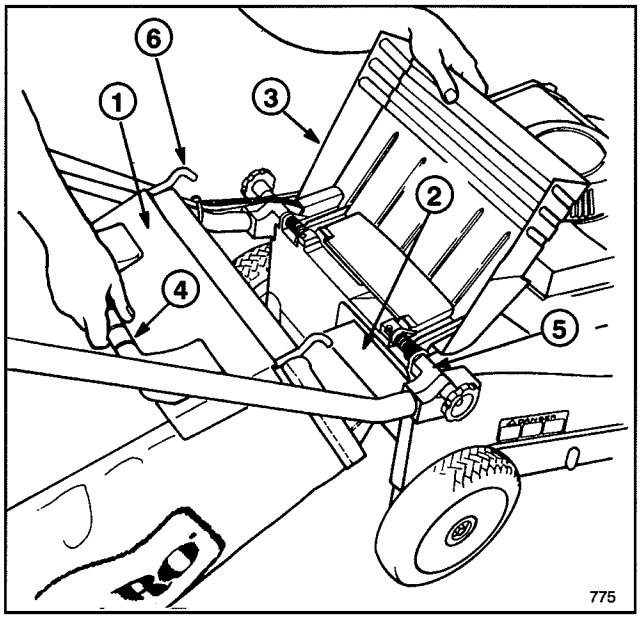
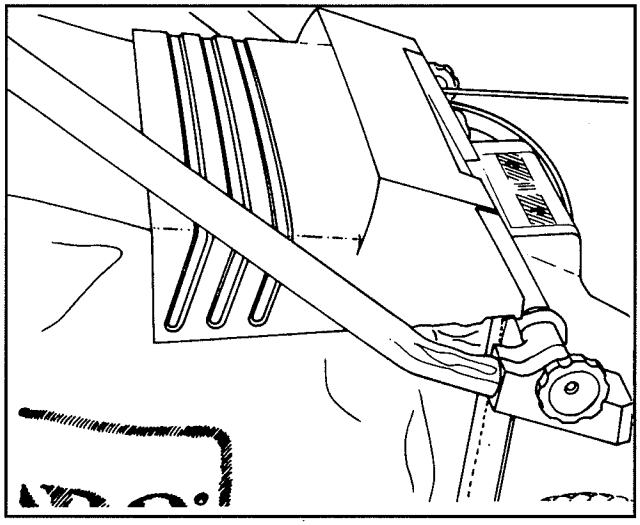

Figure 12
Figure 13
2. INSTALLATION DU SAC—Soulever le volet d'éjection, glisser le rail attaché au sac dans l'ouverture d'éjection et accrocher le cadre du sac sur la portion arrondie des supports de montage (fig. 12). Laisser le volet d'éjection reposer sur le dessus du sac (fig. 13).